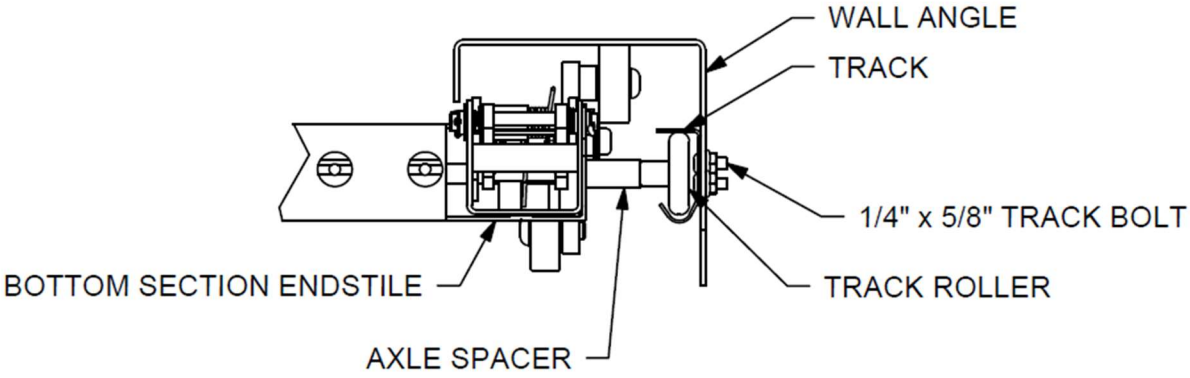

***Figure 16 - RIGHT-HAND TRACK AND TRACK ROLLER SPACING***
35. Place the bottom section into the opening down through the vertical track, as seen in **Figure 16**, and place section on floor.